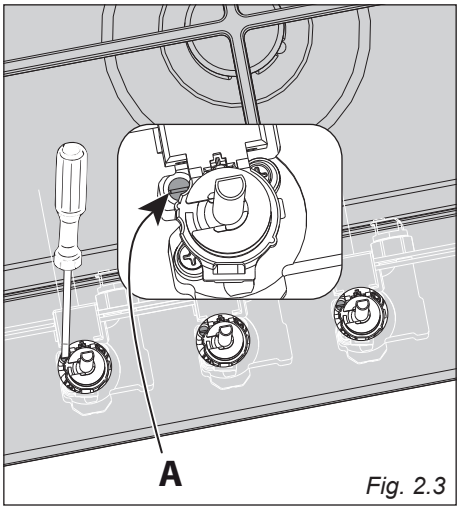

Fig. 2.3
- Med en flad skruetrækker drejes skruen ”**A**” indtil flammen har en korrekt længde (fig. 2.3).